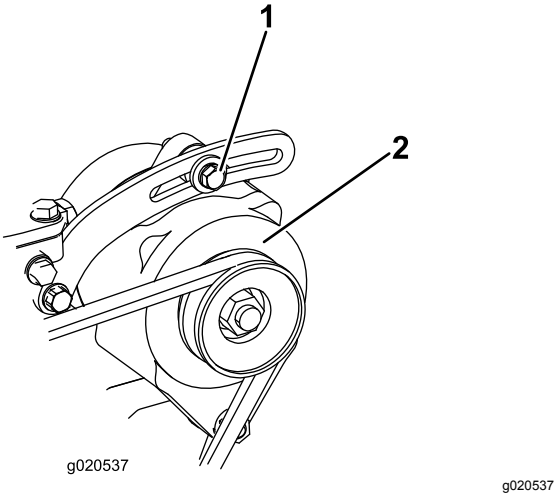

**Figur 89**
1. Om nedböjningen inte är 10 mm lossar du generatorns fästbultar (Figur 89).